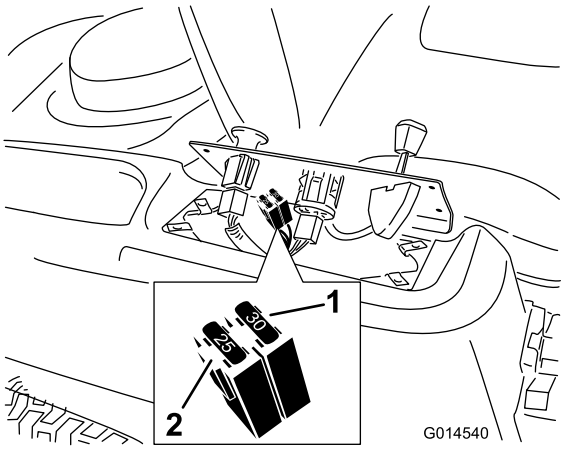

Figuur 45
2. Breng het bedieningspaneel omhoog om toegang te krijgen tot de hoofdkabelboom en het zekeringenblok (Figuur 45).
3. Om een zekering te vervangen, trekt u de zekering omhoog (Figuur 45).